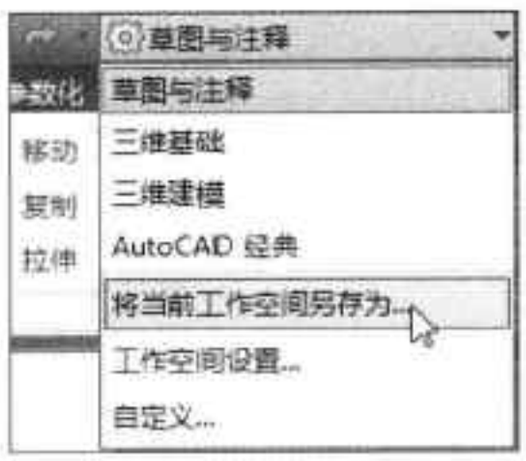

图1-56 选择相关选项
Step 01 在“工作空间”列表中选择“将当前工作空间另存为”选项，如图 1-56 所示。